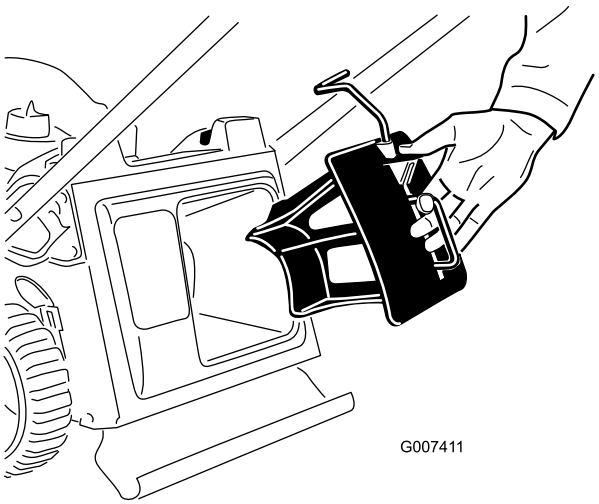

Figur 8
1. Før kvernepluggen inn i maskinen, hvis den ikke allerede er montert (Figur 8).